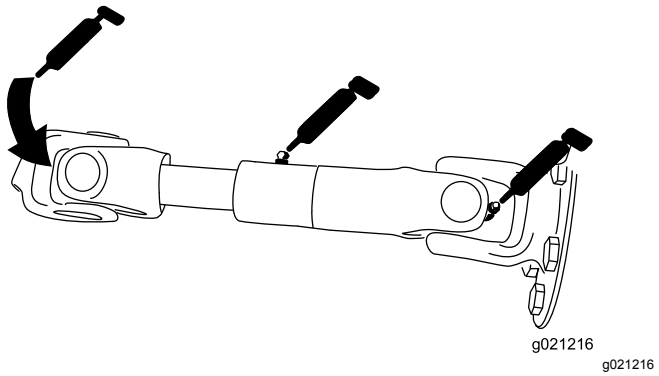

Figur 76
- Pumpens drivaxel (3) (Figur 76)